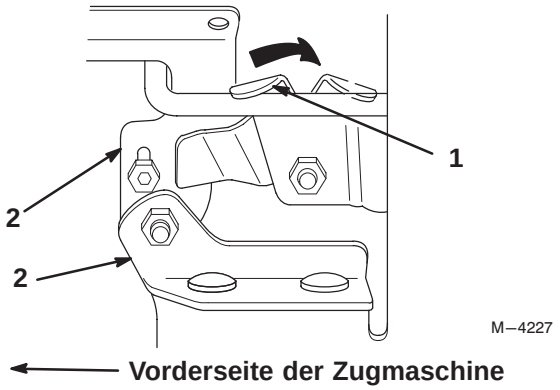

Bild 2
1. Drücken Sie den Haubenständer nach hinten, während Sie beginnen, die Haube zu senken (Bild 2).